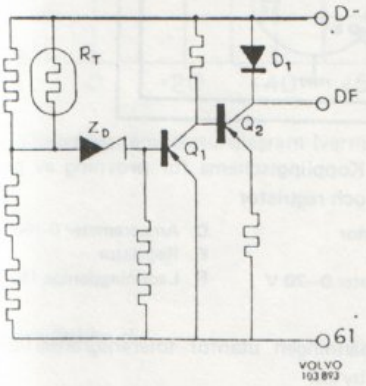

Bild 46. Transistorregulatorns inre koppling
När tändlåset slås till flyter en ström genom laddningskontrollampan till anslutning D+ (61) på generatorn. Därifrån leds strömmen till regulatorn. I regulatorn leds strömmen vid effekttransistorn Q2, bild 46, till DF-uttaget på generatorn. Från DF-uttaget leds strömmen över två borstar och släpringar, genom fältlindningen i rotorn till stommen.
Anslut generatorn enligt bild 46.